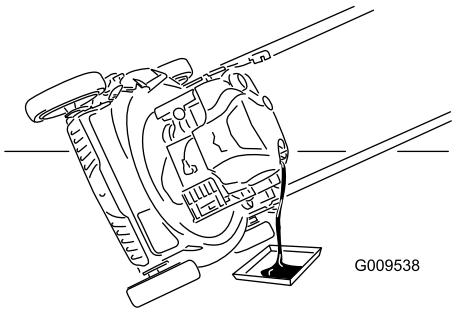

Figur 23
7. Lägg maskinen på sidan med påfyllningsröret nedåt för att tömma ut oljan genom påfyllningsröret i kärlet (Figur 23).